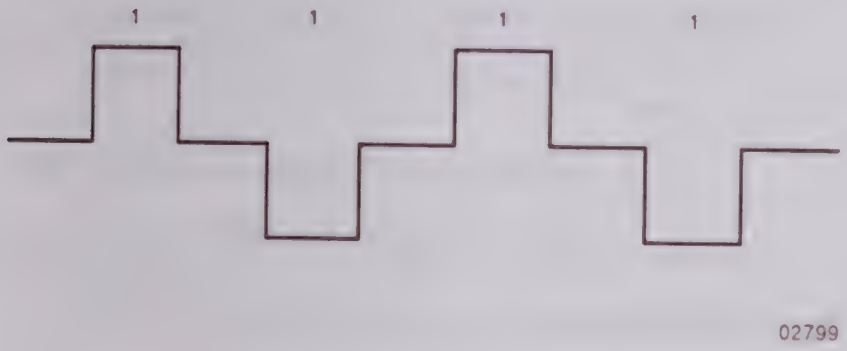

Figure 3.64. Data Pattern A, 1111
2. Type **PATTERN 1111<CR>**. These entries will produce data pattern A, see Figure 3.64. Use oscilloscope to check pin 11 of U8 for data pattern A.